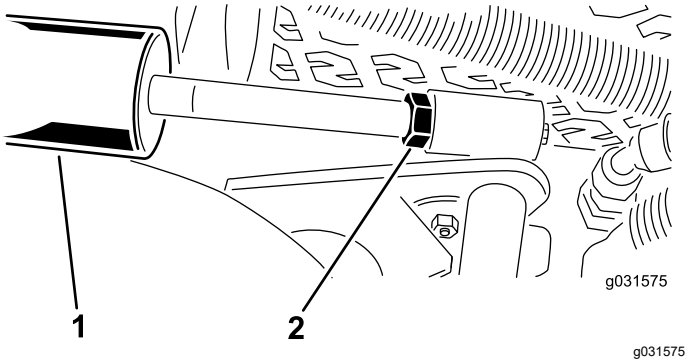

Figura 16
A. Abbassate l'apparato di taglio e allentate il controdado sul cilindro (Figura 16).